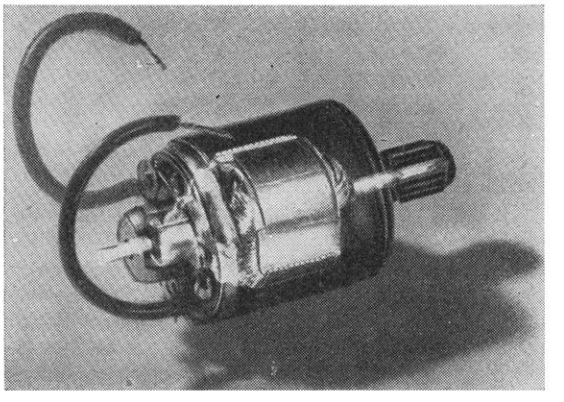

Bild 3
- Bild 3 Bw Neustadt mit einigen Gütergleisen. Die 41er wird gerade gedreht. Der Bekohlungskran und Sandturm sind Eigenbau